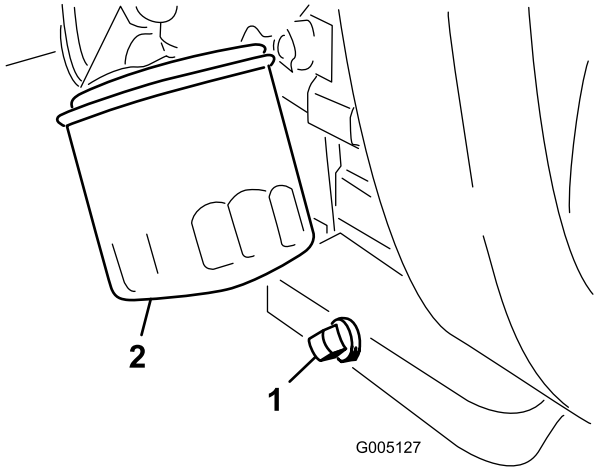

**Figuur 42**
1. Verwijder de aftapplug (Figuur 42) en laat de olie in een opvangbak lopen. Als er geen olie meer naar buiten stroomt, plaatst u de aftapplug terug.
2. Verwijder het oliefilter (Figuur 42).